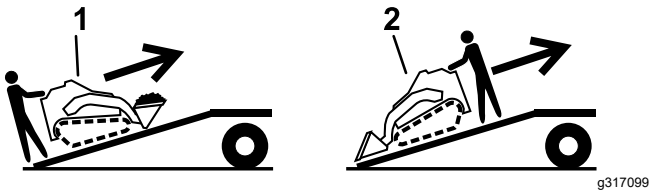

Figuur 19
5. Laad de machine op de aanhanger met de zwaarste kant naar de bovenste zijde van de oprijplaat gericht, en zorg dat de lading onderaan zit (Figuur 19).